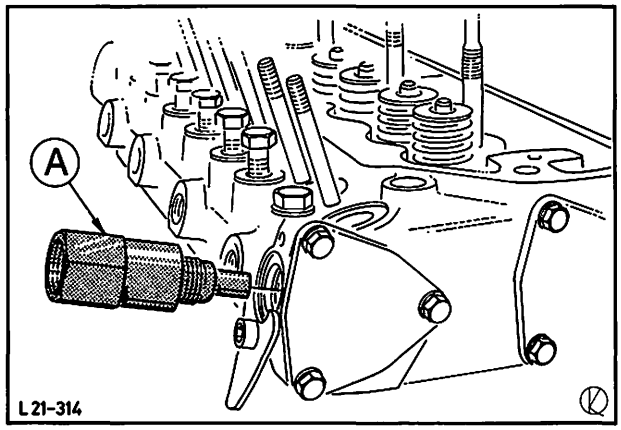

Abb. 126 Verschlußdeckel und Thermofühler (A) anbauen
14. Verschlußdeckel (mit Dichtungen) und Thermofühler an Zylinderkopf anbauen, Abb. 126.